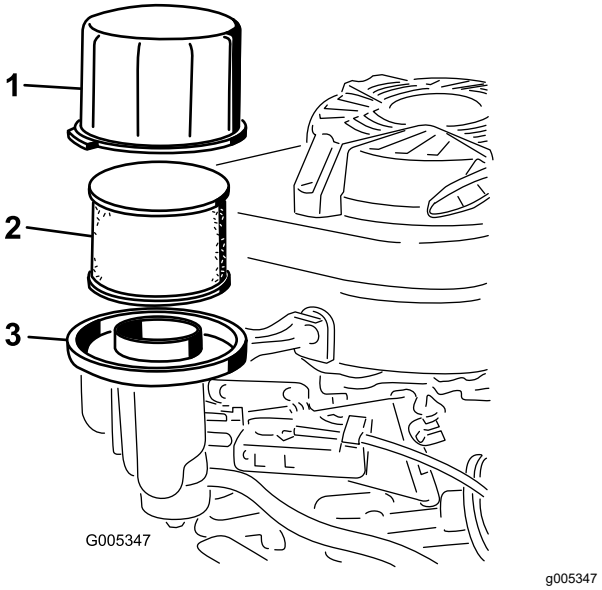

Figur 23
2. Fjern dekselet og rengjør det grundig (Figur 23).
3. Fjern skumfôrfilteret og papirluftfilteret fra luftfilterbasen (Figur 23).